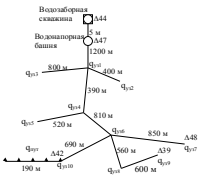
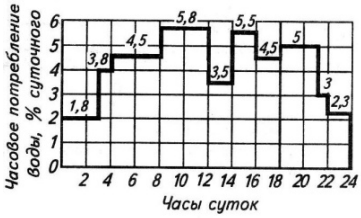

Рисунок 1. Схема трубопроводной сети
Рисунок 2. График суточного водопотребления
1. Рис. 2 , вверх. 2. Рис. 3 , вверх. 3. Рис. 1 , вниз. 4. Рис. 3 , вниз. 5. Верных ответов нет. Дайте свой правильный ответ.